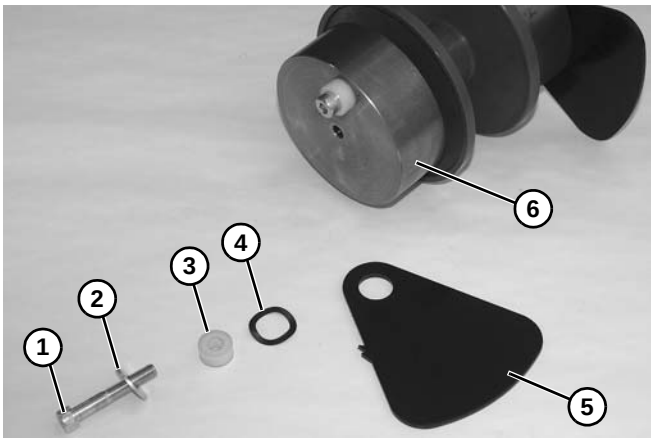

Figure 97
7. Remove bolt **(Figure 97, item 1)**, washer **(Figure 97, item 2)**, spacer **(Figure 97, item 3)**, wave washer **(Figure 97, item 4)**, and plate **(Figure 97, item 5)** from end of idler assembly **(Figure 97, item 6)**.